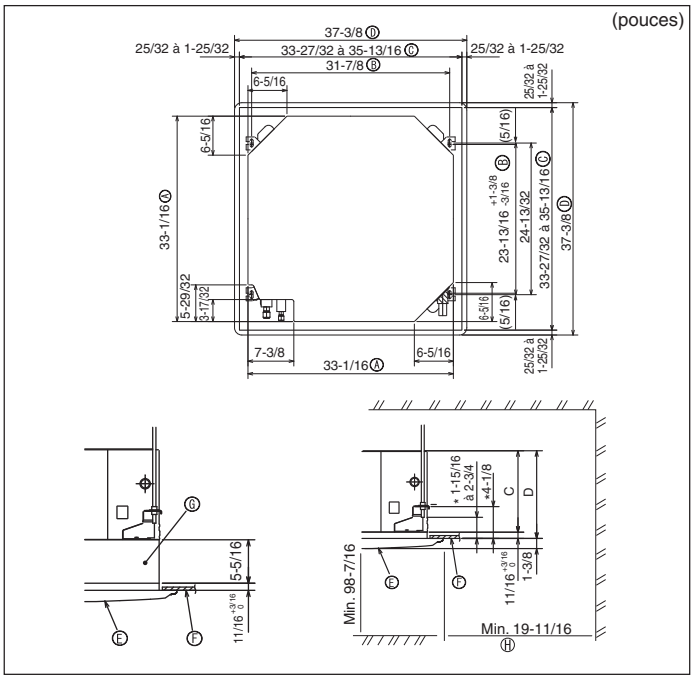

Fig. 3-2
3.2. Ouvertures dans le plafond et emplacement des boulons de suspension (Fig. 3-2)
- * Les dimensions de l’ouverture dans le plafond peuvent être définies au sein de la plage indiquée dans la Fig.3-2 ; centrer l’appareil principal par rapport à l’ouverture dans le plafond, en veillant à la symétrie de chaque côté par rapport à l’orifice.